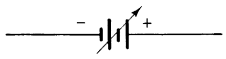

FIGURE 2-4A
The variable dc power supply is an electronic circuit that changes alternating current (ac) into dc. This circuit is usually housed in a case or protective enclosure. Output jacks are provided for external connections. This type of power supply usually has some means by which the output voltage can be adjusted from zero (0) to a maximum value. The symbol for the variable dc power supply is illustrated in Fig. 2-4A.